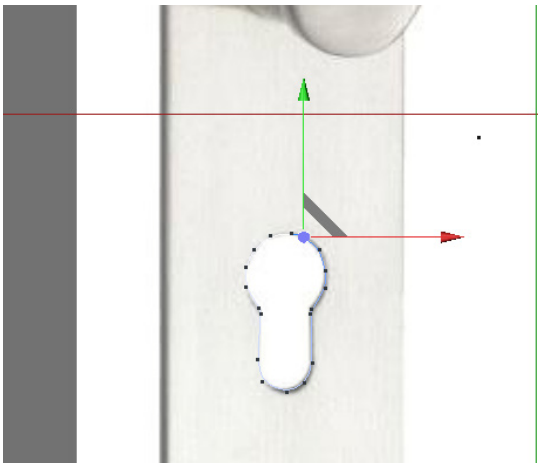

Figure 2-12 *Shape of the keyhole*
2. In the Front viewport, draw the shape of the keyhole on the reference image, as shown in Figure 2-12. You will notice that *Spline* is also added to the Object Manager.
3. Invoke the **Move** tool from the Command Palette and select the points of *Spline*. Next, edit the shape of *Spline* to give it the shape of a keyhole, as shown in the reference image, refer to Figure 2-12. You can also use the **Pen** tool to move and edit points on the line.